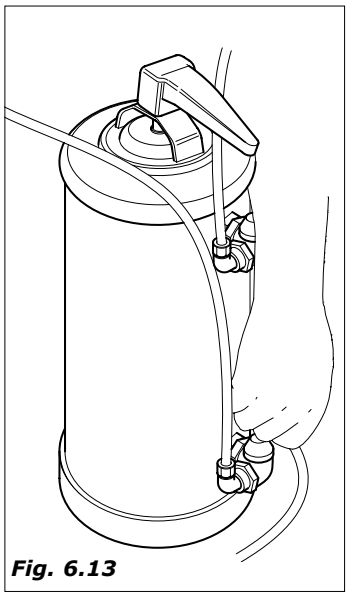

Fig. 6.13
– abrir a torneira *(Fig.6.13)*